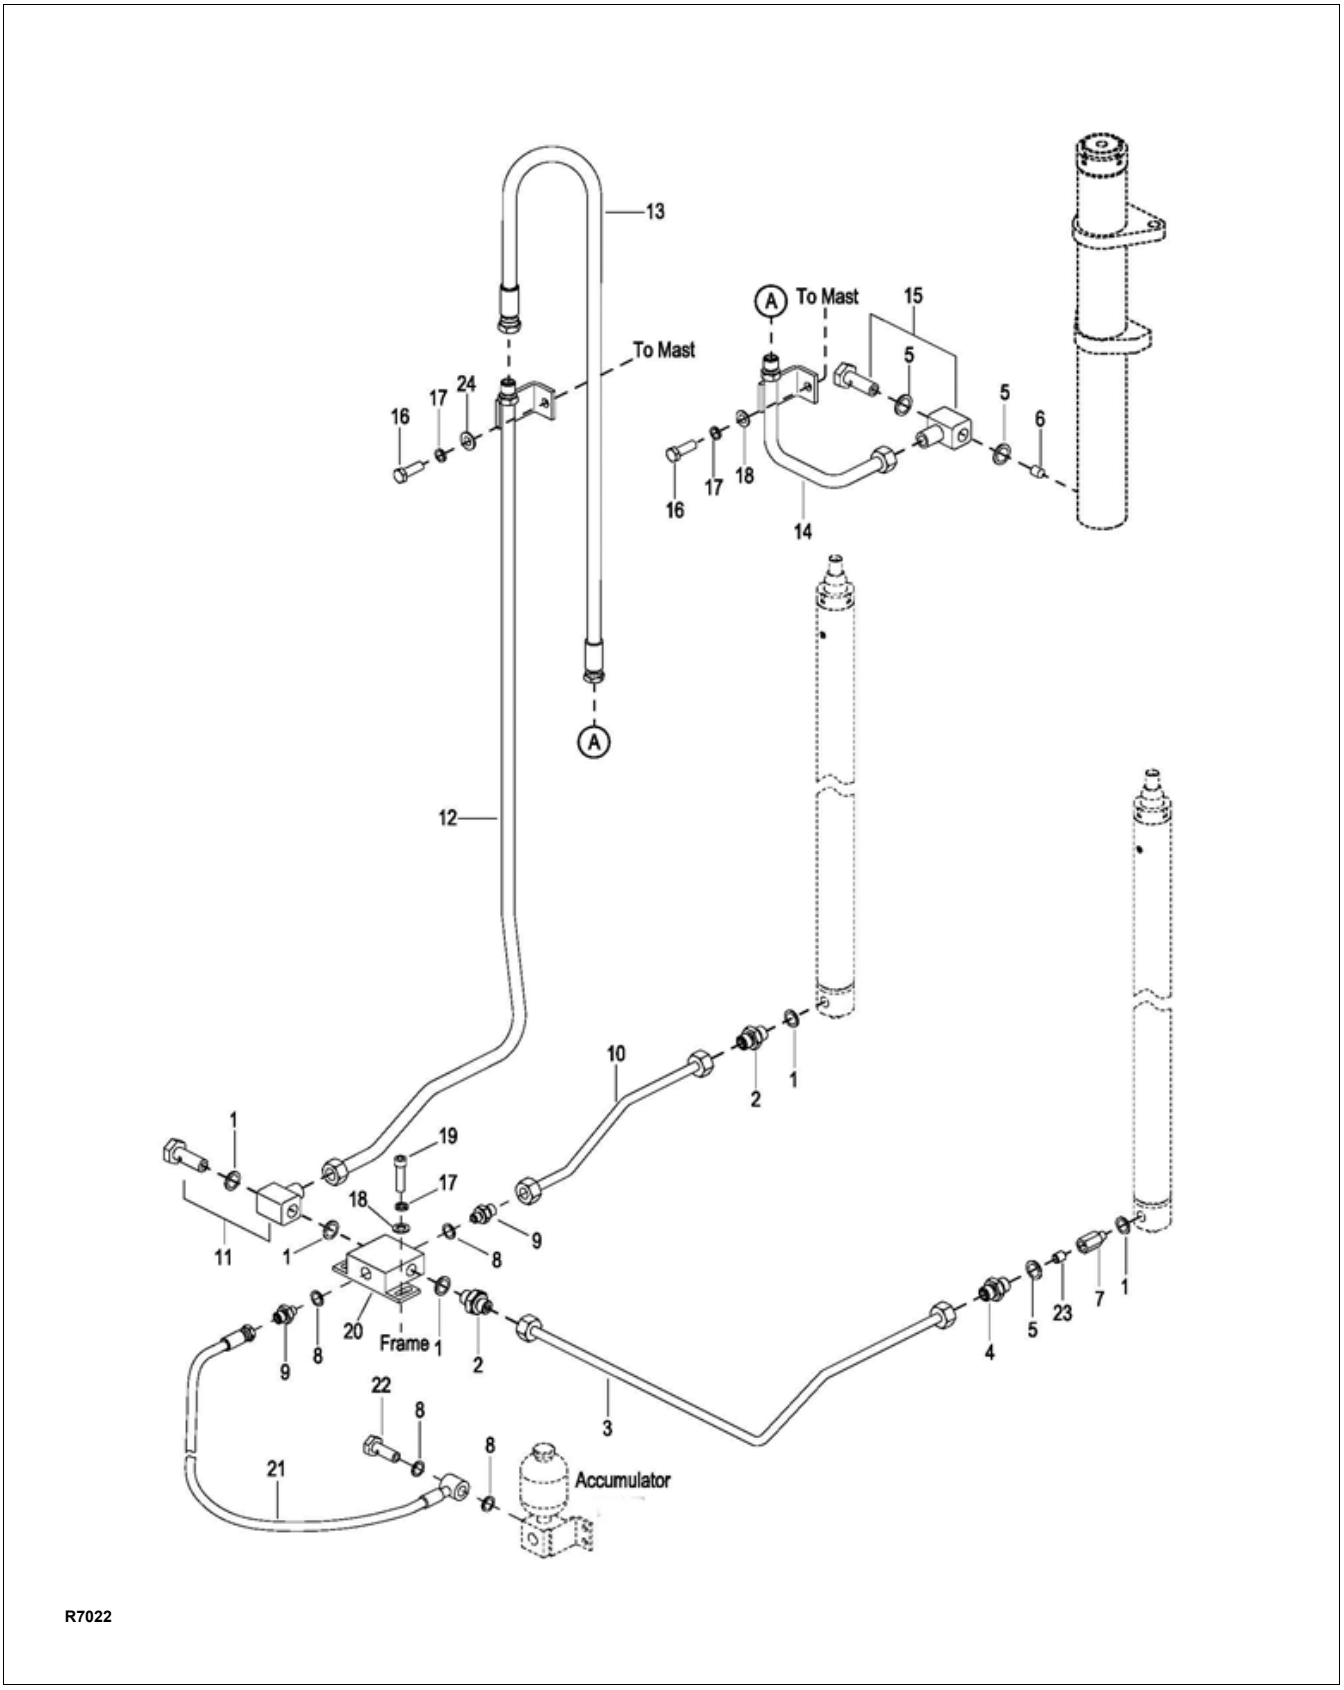
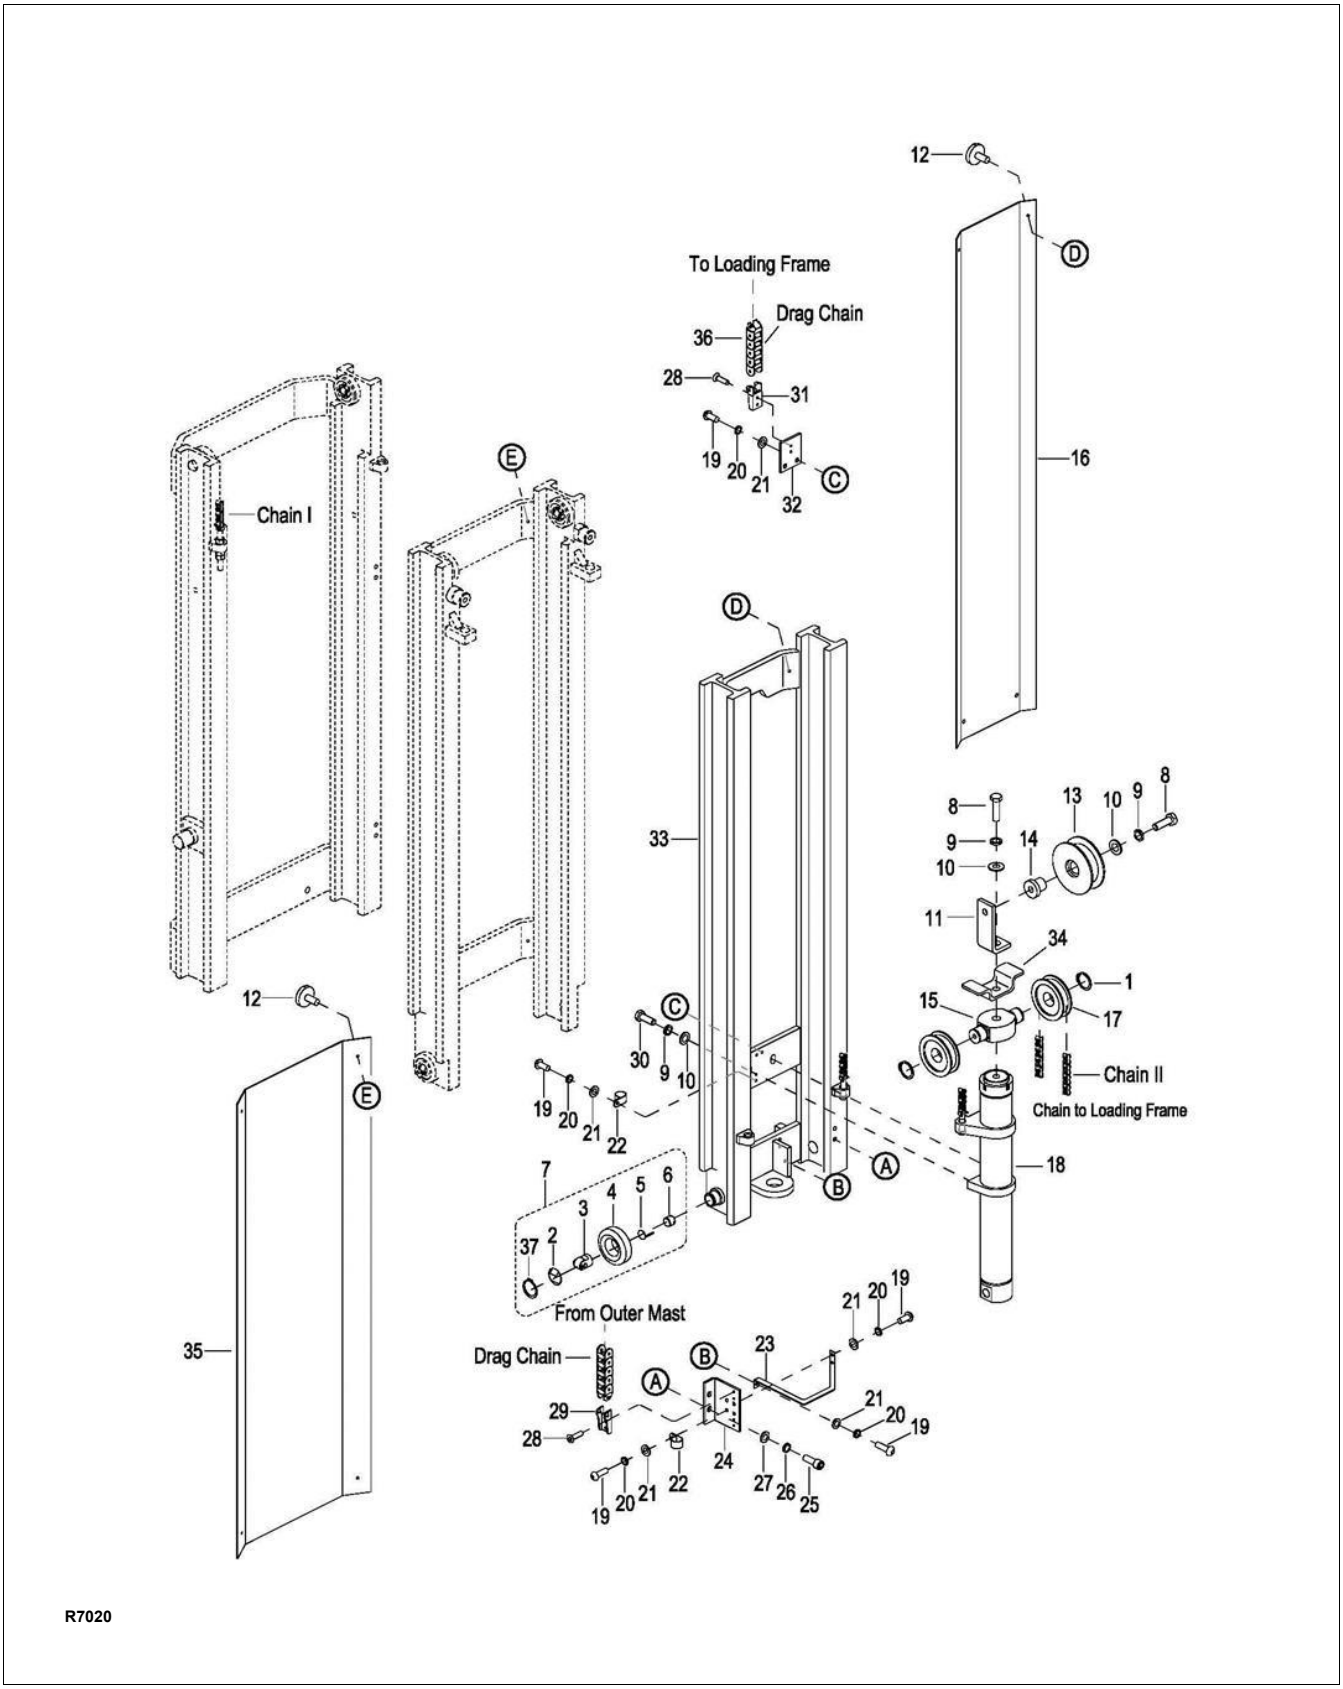

Figure 8-6 Hydraulic Lift (Three Stage Mast)
Figure 8-8 Elevation System (Three Stage Mast - Part 2)
6. Remove bolt (12, Figure 8-8), lock washer (9), flat washer (10), sheave (13) and bushing (14).
7. Remove screw (8), lock washer (9), flat washer (10), angle (11), bracket (34) and header (15) from cylinder (18).
8. Disconnect the hose (13, Figure 8-6) from tube (14).
9. Remove screw (16), lock washer (17), flat washer (18) and disconnect tube (14) from connector (15).
10. Remove connector (15), two washers (5) and relief valve (6) from cylinder (25).
11. Remove two bolts (30, Figure 8-8), two lock washers (9), two flat washers (10).
12. Raise lift cylinder assembly (18) up and out of vehicle.
1. Position the cylinder (18, Figure 8-8) in the mast (33).
2. Install two bolts (30), two lock washers (9), and two flat washers (10).
3. Install relief valve (6, Figure 8-6), two washers (5) and connector on cylinder (25).
4. Reconnect tube (14, Figure 8-8) to connector (15) and secure the tube with screw (16), lock washer (17) and flat washer (18).
5. Position header (15), bracket (34) and angle (11) on top of cylinder (18) and secure with screw (8), lock washer (9) and flat washer (10).
6. Install bushing (14), sheave (13) on angle (11) and secure with bolt (12), lock washer (9) and flat washer (10).
8. Lift inner mast (11) and remove the blocking.
6. Disconnect the tube (3 or 10, Figure 8-6) from the cylinder being removed.
7. Remove connector (2) and washer (1); or connector (4), washer (5), relief valve (23), connector (7) and washer (1) from the cylinder being removed.